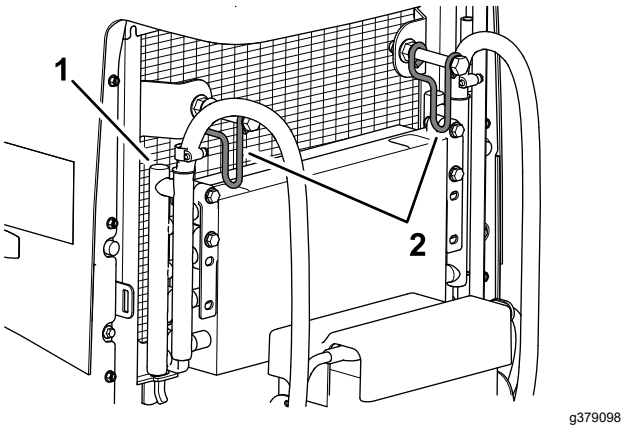

Figur 110
7. Vrid de två oljekylarspärrarna inåt och luta oljekylaren (Figur 110).